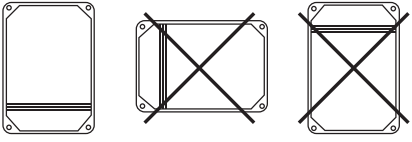

Рис. 2 Разрешенное положение модуль управления при монтаже
4.2 Закрепите модуль управления на стене с помощью входящих в комплект винтов и специальных резиновых уплотнителей в соответствии с рис. 2.